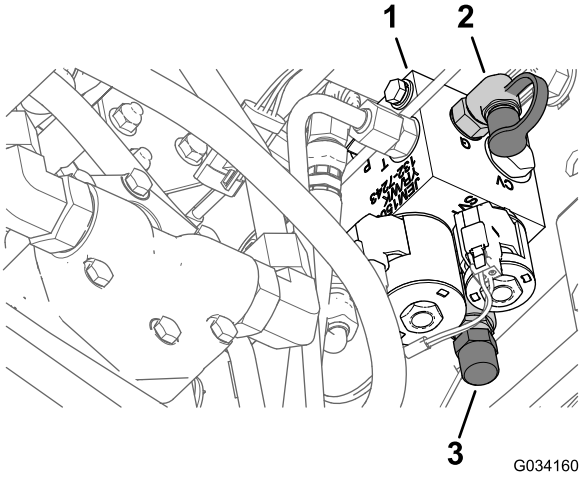

Figuur 16
3. Sluit een drukmeter aan op de testpoort achteraan de verdeelinrichting van het liftmechanisme (Figuur 16).
4. Aan de voorkant van het hefverdeelstuk: verwijder het kapje van het gewichtsoverdrachts-element (Figuur 16).
5. Draai de contramoer aan de onderkant van het gewichtsoverdrachts-element los (Figuur 16).